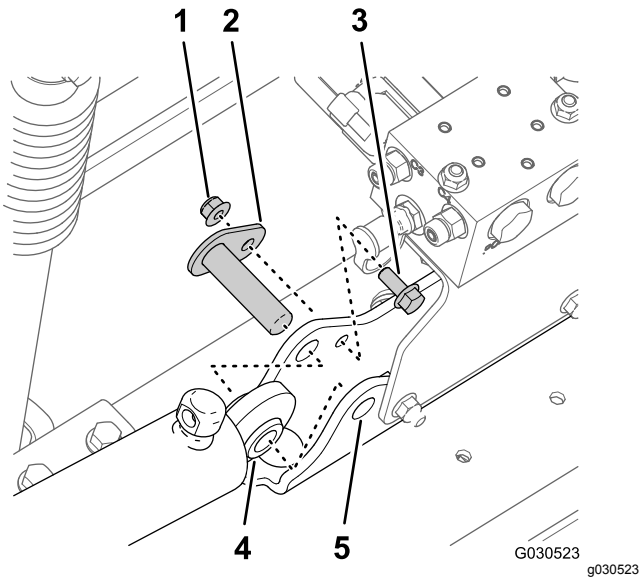

Figuur 64
bevestigd is aan de cilinderbevestiging (Figuur 64).
5. Verwijder de scharnierpen en de hefcilinder van de machine (Figuur 64).